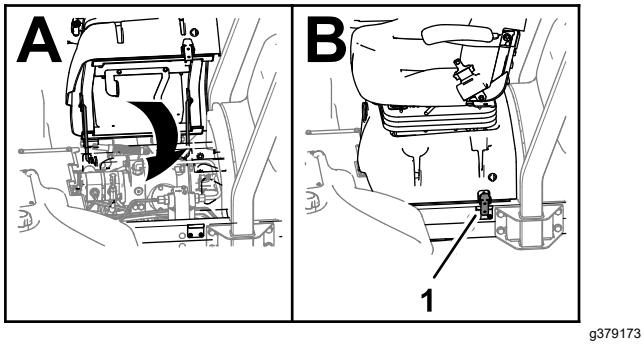

Figuur 34
3. Draai de stoel en stoelbasis dicht, en vergrendel de basis (Figuur 34).